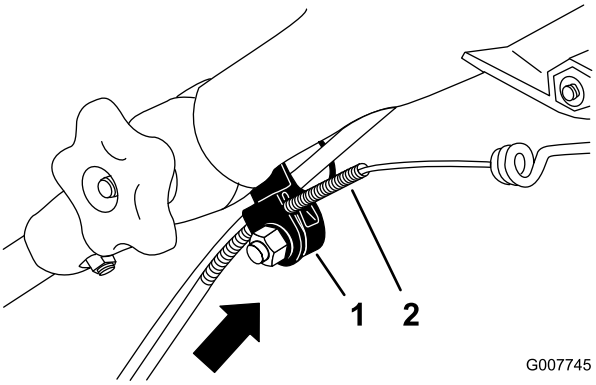

**Figur 45**
**Obs:** Du kan placera en linjal mot översidan på det svarta kabelfästet och mäta hur mycket den övre änden på kabelhöljet rör sig (Figur 45).